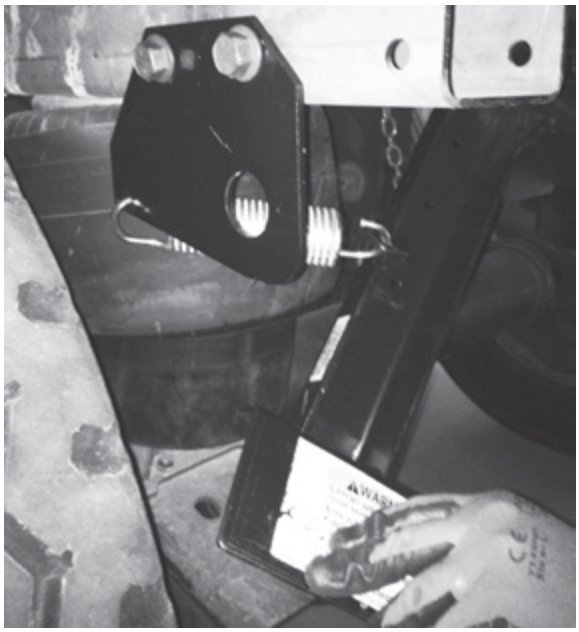

Figure 35: Arm raised above rail for spring installation
4. **Lift** roadside end of the support arm assembly, with attached spring, to roadside shaft bracket (Figure 35) and **insert** the other end of spring into spring hole of the roadside bracket.
NOTE: To gain access and attach the spring in Step 4, the top of the roadside arm on the support arm assembly (Figure 35) must be raised up above and inward of the side rail.